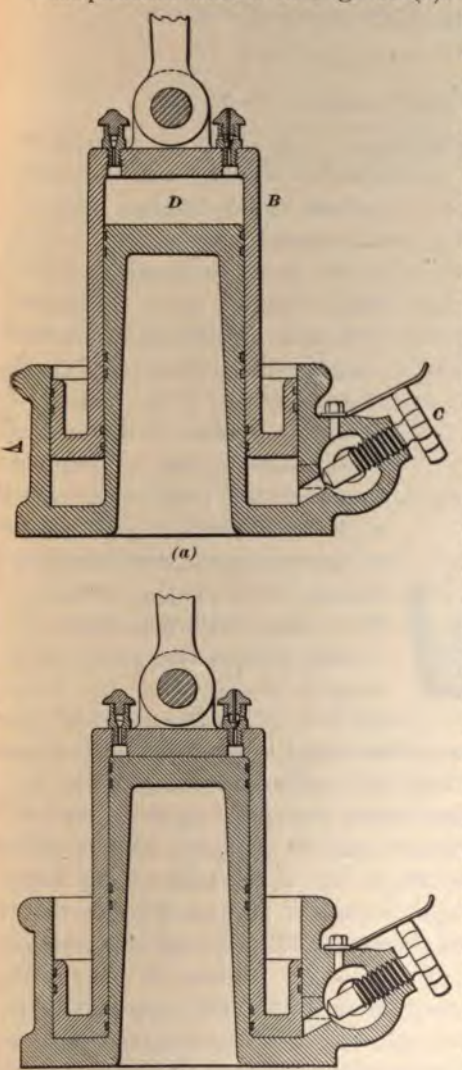

FIG. 21.
62. The Dashpot.—The pressure of the atmosphere is utilized in Corliss engines to close the steam valves rapidly. For this purpose a so-called **dashpot** is used. The dashpot of a Bullock-Corliss engine is shown in two positions in Fig. 21. It consists of the base A, which is fastened to the floor, and a plunger B pivoted to the end of a crank-arm keyed to the stem of the steam valve. The base is accurately turned and bored to fit the plunger; packing rings are fitted to both the plunger and the base in order to make an air-tight joint.
by means of the valve *C*. In operation, the plunger is first in the position shown in Fig. 21 (*b*). It is then picked up by the valve gear of the engine and drawn up until it is in the position shown in Fig. 21 (*a*). The large piston on the lower end of the plunger is in communication with the atmosphere through the valve *C*, and hence the pressure of the atmosphere on both sides of the piston is equal. The upper part of the plunger, however, has an equal pressure on both its sides only when it is down, as in Fig. 21 (*b*). When it is drawn up, the air in the space *D* expands and a partial vacuum is formed. The valve gear next releases the plunger, and as the atmospheric pressure is much greater than the pressure within *D*, the plunger rapidly descends. During its descent, the large piston at the end of the plunger gradually compresses the air in the annular space beneath it, and is